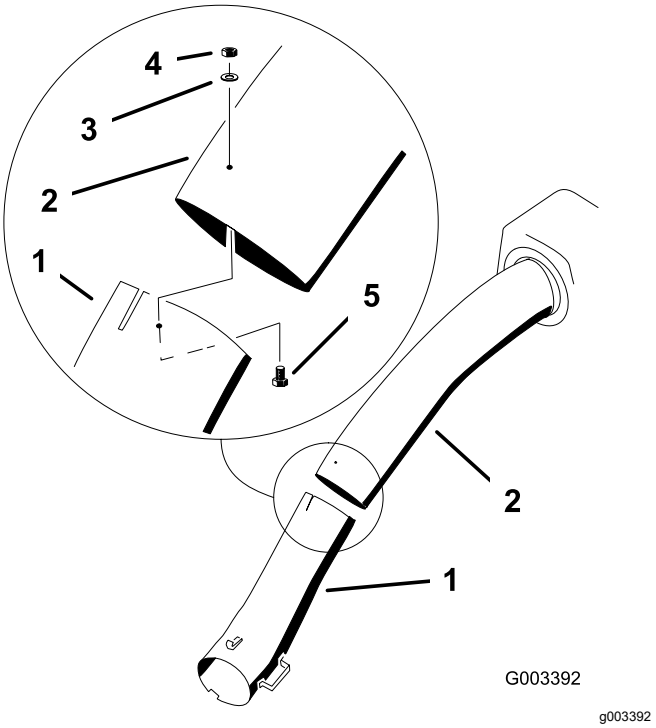

Figur 30
14. Saml det øverste og nederste rør med 3 bolte (nr. 10 x ¾"), 3 flade spændeskiver (7/32") og 3 låsemøtrikker (nr. 10), som vist i Figur 30.